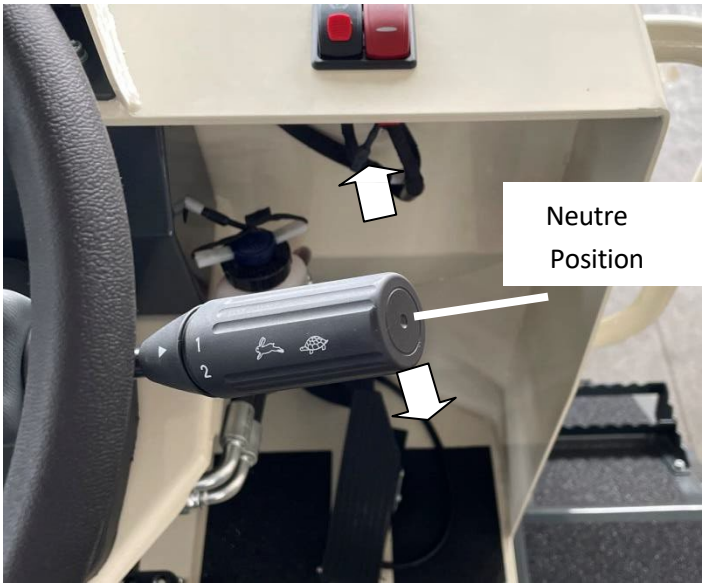

Figure 15. levier de vitesse
- Après avoir démarré le moteur, pour une conduite en toute sécurité, soulevez le levier situé sur le côté droit de la colonne de direction et poussez-le vers l'avant (figure 15).
- Placez le levier de vitesse au point mort (figure 15).